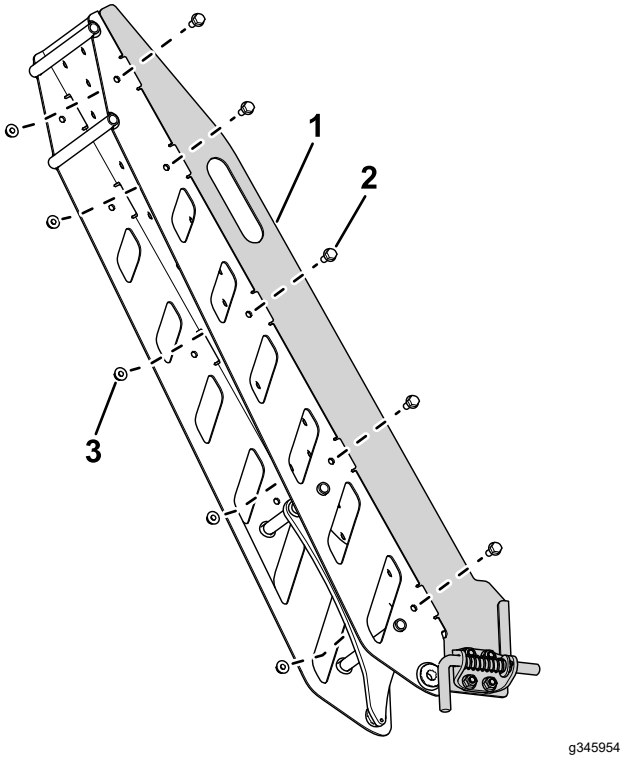

Figuur 10
2. Gebruik 10 bouten (5/16" x ¾") en 10 nylock moeren (5/16") om de geleiderplaat aan de oprijplaat te bevestigen (Figuur 10).